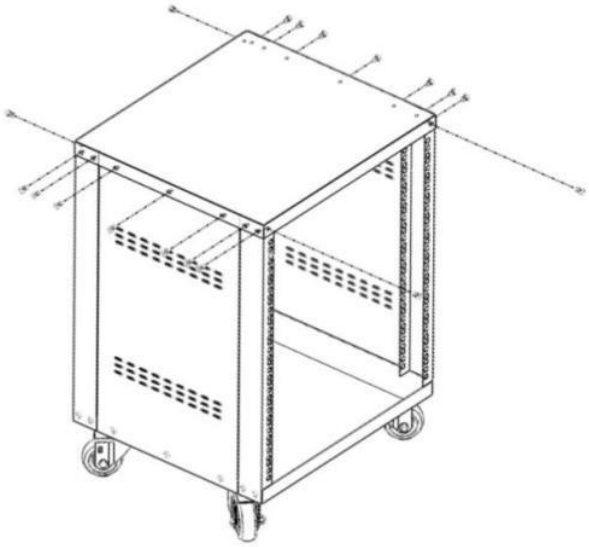

Figura 4
4. Metti la parte superiore pannello (①) sulla parte superiore del rack, allineare la parte superiore pannello con
supporto angolare (③) e laterale pannello (④) , fissato con 18 pezzi di assemblaggio M 5 viti di fissaggio (⑦) mediante un cacciavite elettrico . Vedere la Figura 4 .